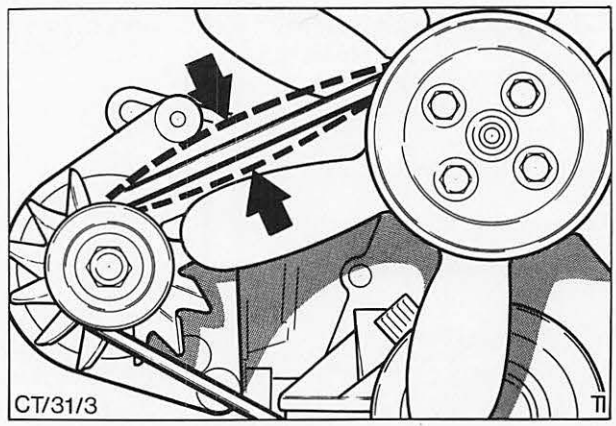

Abb. 34 Keilriemenspannung prüfen
2. Keilriemenspannung prüfen. Abb. 34.